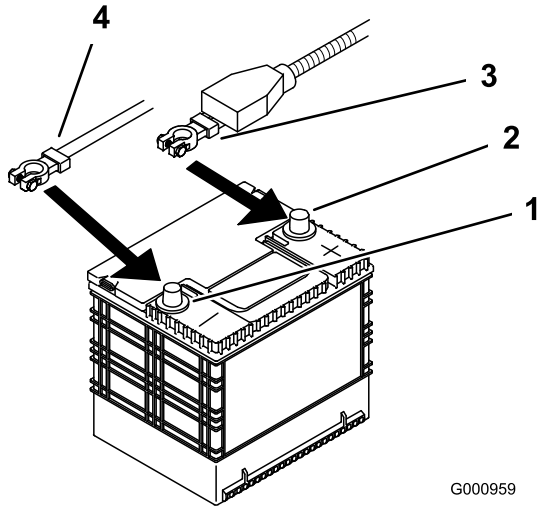

**Figuur 38**
4. Maak eerst de minkabel los van de minpool (–) van de accu (Figuur 38).
5. Schuif het rode stofkapje voor de accupool van de pluspool (rood) van de accu. Verwijder vervolgens de pluskabel (rood) van de accu (Figuur 38).
4. Bevestig de kabels met 2 bouten (1/4 x 3/4 inch), 2 ringen (1/4 inch) en 2 borgmoeren (1/4 inch) (Figuur 38).